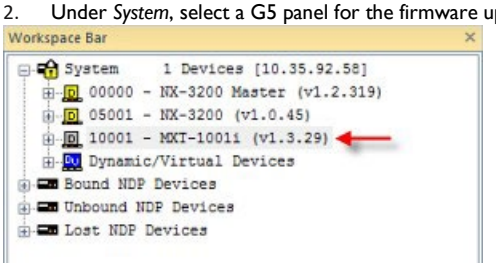

FIG. 157 NetLinx Studio Online Tree (MXT-1001 selected)
2. Under *System*, select a G5 panel for the firmware update (FIG. 157):